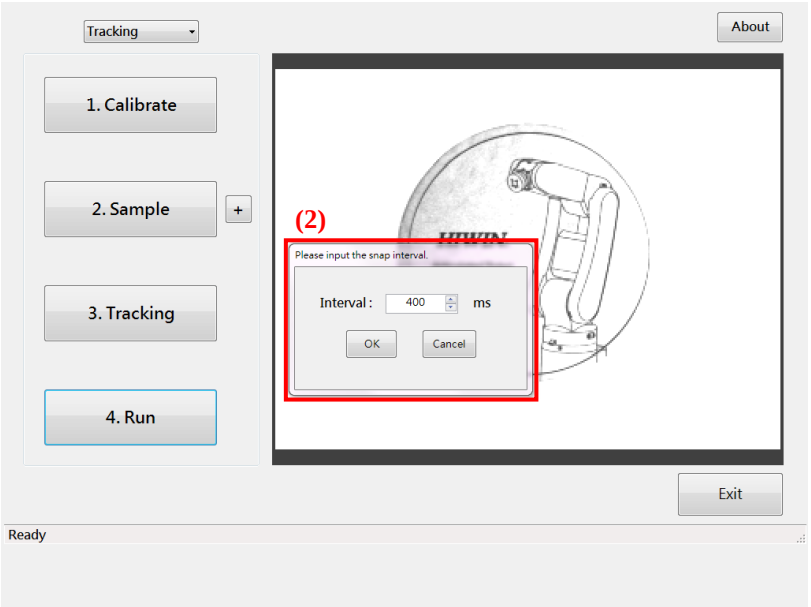

Figure 9-6 Input image capture interval
(2). As shown in Figure 9-6, if you are in the conveyor tracking pick and place application mode, you need to input the image capture interval. After the input is completed, press the "OK" button.